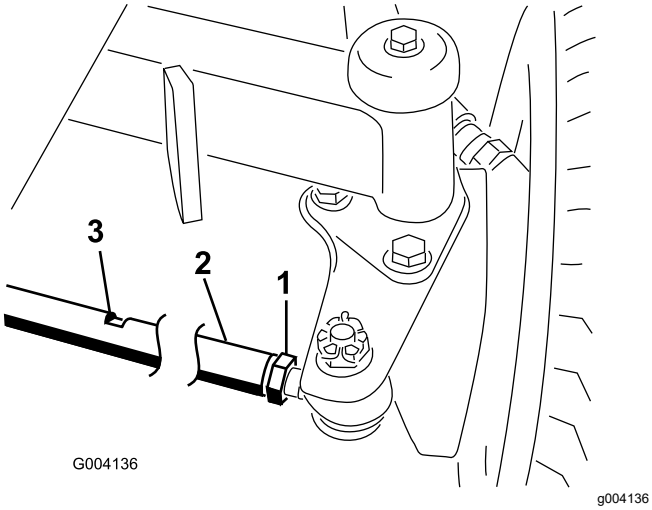

Figuur 63
2. Draai de contramoeren aan de uiteinden van de trommel van de tractiestang los (Figuur 63).
3. Om de wielen te draaien, draait u de trekstang door een steeksleutel op de inkeping te zetten (Figuur 63).
6. Draai de contramoer aan elk uiteinde van de trekstang vast (Figuur 63).